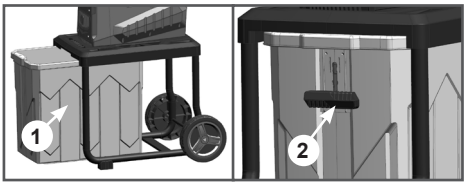

Рис. 6 Установка контейнера
5. Установите контейнер 1 в опору как показано на Рис. 6 и убедитесь, что блокиратор 2 надежно фиксирует контейнер.